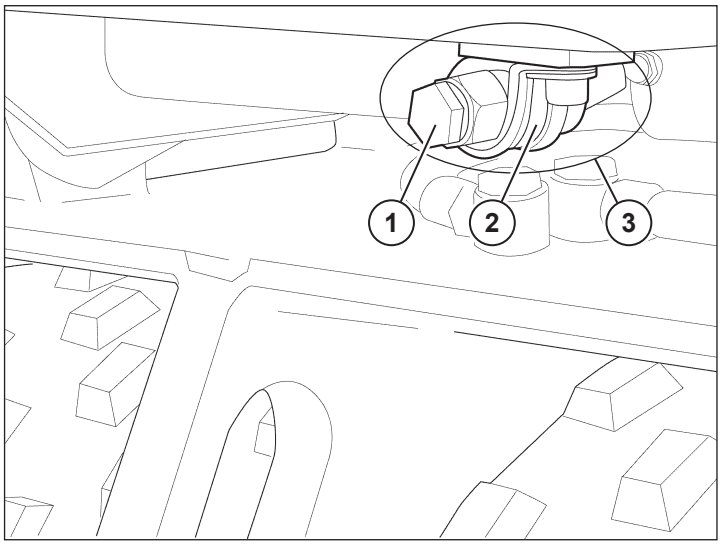

Fig. MW1: Undoing the "A" clip
- ➡ Undo the clip (2) on the oil drain hose (3) *(Fig. MW1)*.